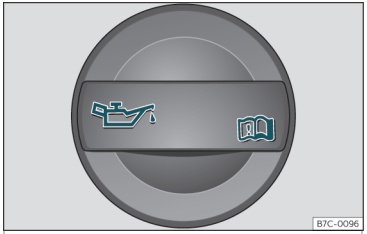

Fig. 258 Tapón de la boca de llenado de aceite del motor en el vano motor.
- Desenrosque el tapón de la boca de llenado de aceite del motor **››› fig. 258**.